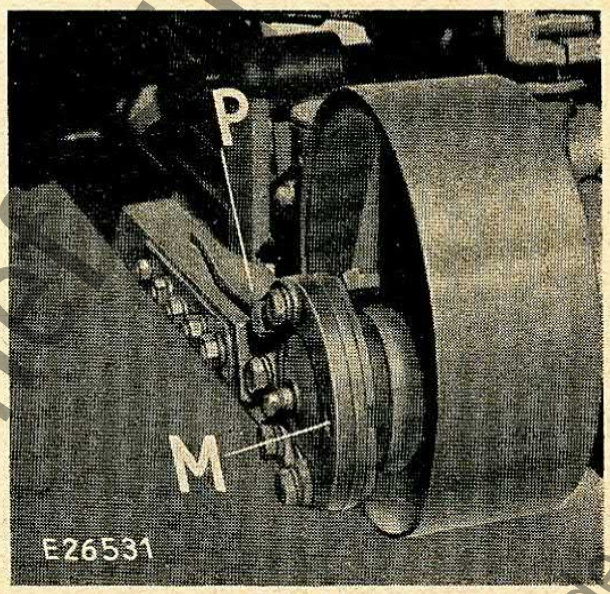

Bild 14
9. Kurbelstangenplatte (P, Bild 14) auf den Exzenter an der Kurbelstange stecken. Die Markierungsschraube (M) muß dabei in das hintere Loch der Kurbelplatte zu sitzen kommen. Diese dann mit einer Schraube nur lose befestigen. Endgültige Befestigung erfolgt erst nach der Einstellung des Messers.
Ist der Überhub der Messerspitze über die Fingermitte nach einer Seite größer als nach der anderen, so ist die Kurbelstange vom Exzenter abzunehmen, die Zylinderkopfschraube mit dem Schraubenzieher herauszuschrauben und der Exzenter soweit zu drehen, bis der Überhub nach beiden Seiten gleich groß ist. Dann die Kurbelstange mit sämtlichen Befestigungsschrauben festschrauben und die Zylinderkopfschraube (M, Bild 14) in das Markierungsloch der Kurbelstange schrauben.